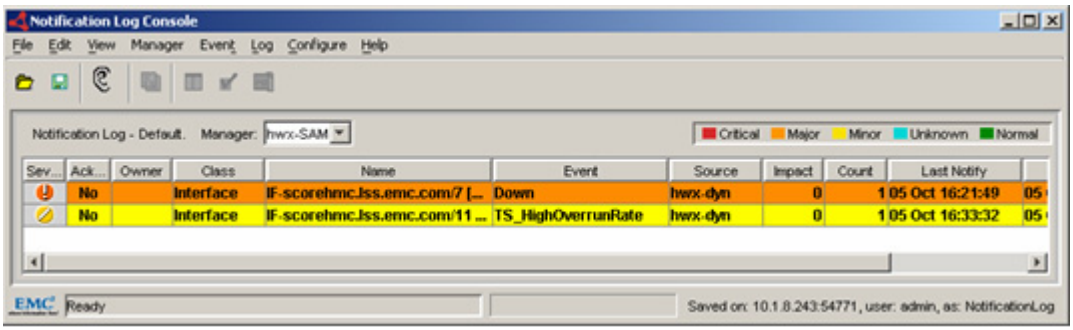

Figure 4-5 HiOverrunRate event in Global Manager
3. If the TS_HighOverrunRate event is triggered by the TS_OverrunErrorPct value, the TS_HighOverrunRate event is transferred to the Global Manager and displayed in the Global Console, as shown in Figure 4-5 on page 4-11.